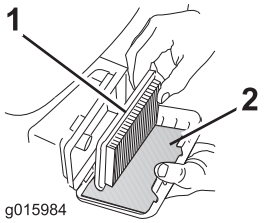

Bild 25
3. Entfernen Sie den Papierfilter und den Schaumvorfilter (Bild 25).